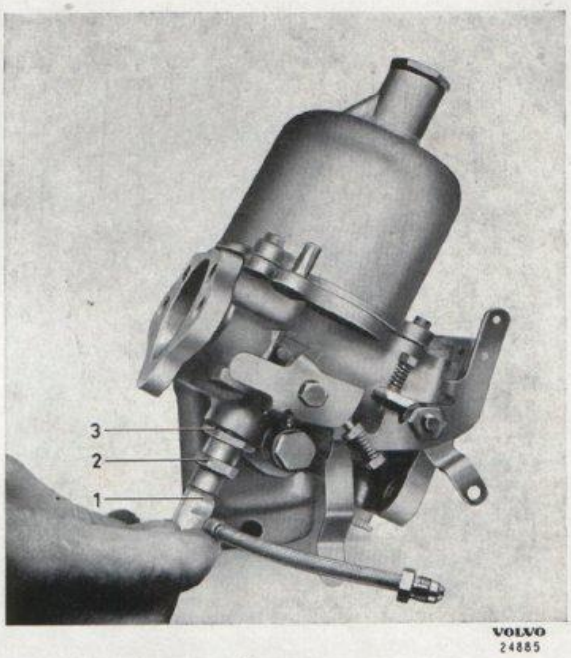

Bild 1-77. Centrering av munstycke
3. Skruva av justermuttern (2, bild 1-77) och tag bort dess fjäder. Skruva därefter på justermuttern till övre läget.
4. Lossa låsmuttern (3, bild 1-77) så mycket att munstyckshylsan kan röras. Skjut upp munstycket med handen så långt som möjligt, bild 1-77.